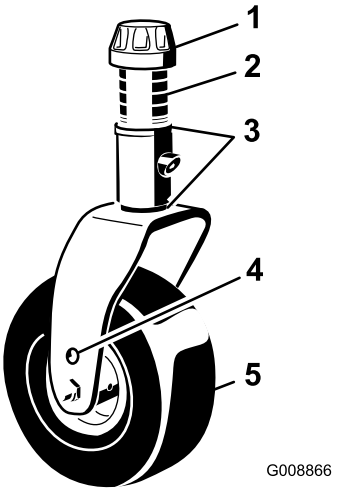

Bild 14
4. Entfernen Sie die Spannkappe von der Spindelwelle und ziehen die Spindel aus dem Laufradarm heraus (Bild 14).